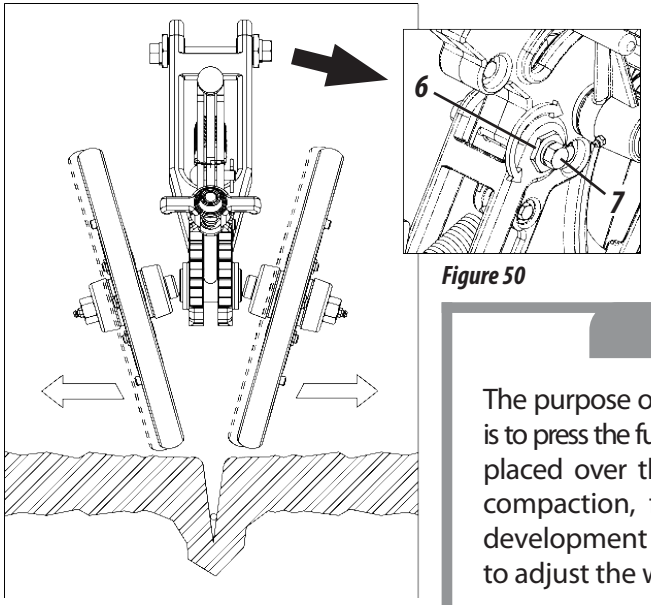

Figure 50
1- Loosen the screws (7), turn these bushings (6), using a wrench for adjusting the wheels and then aligning them to the furrow, so that a larger or smaller amount of soil is laterally placed over the seed, **as shown in figure 50.**